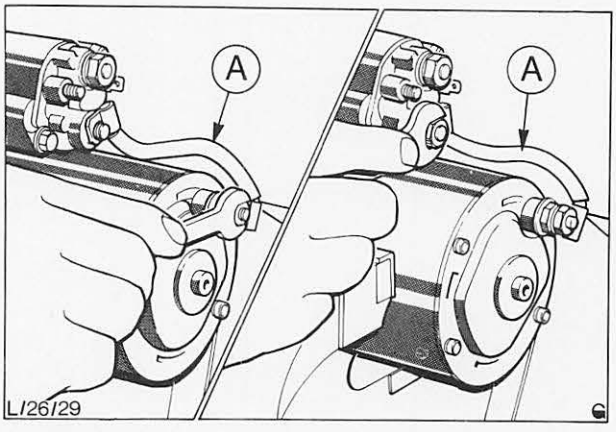

Abb. 37 Elektrische Verbindung „A" am Magnetschalter und Hauptanschlußstift anschließen.
24. Elektrische Verbindung zwischen Magnetschalter und Hauptanschlußstift anbringen und mit Muttern und Scheiben befestigen, Abb. 37.